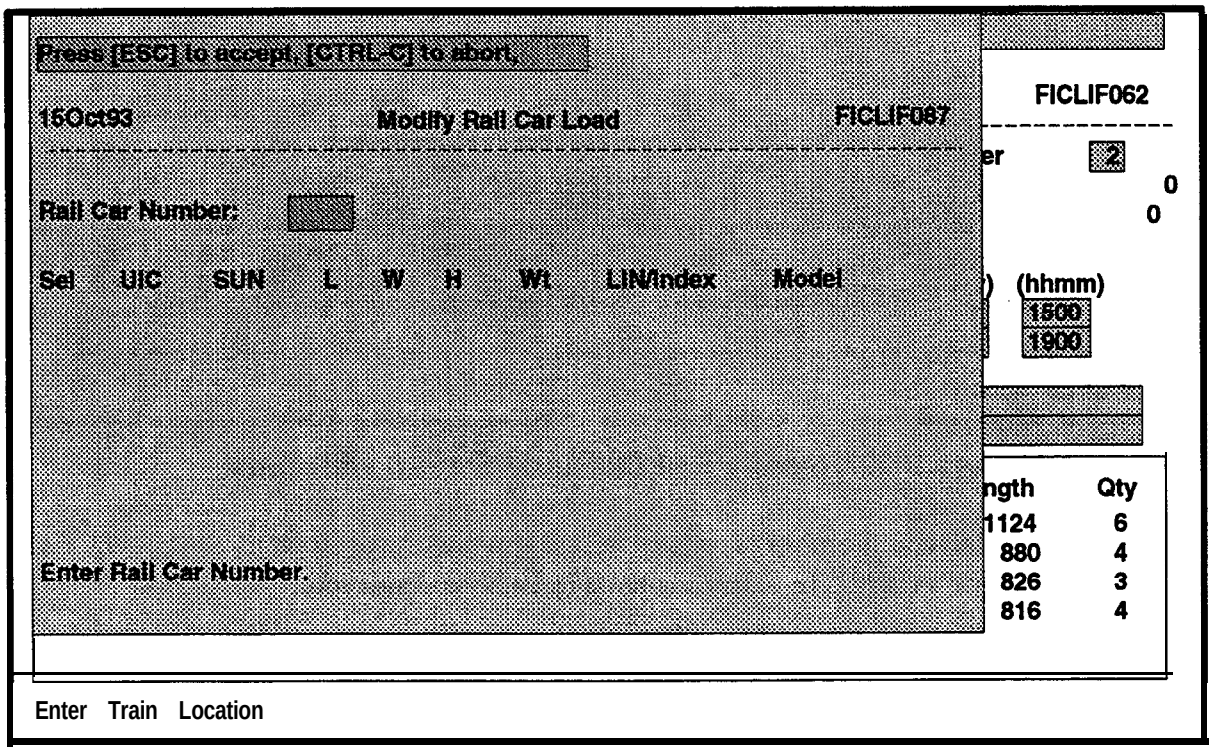

Figure 8-21. Modify Rail Car Load Window
d. Select **Equipment,** or use the cursor control keys to highlight **Equipment** and press RETURN. The Modify Rail Car Load window will be displayed as shown in Figure 8-21.